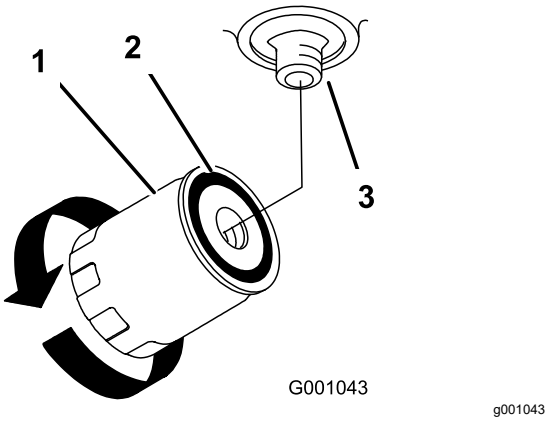

Figur 100
7. Stryk på ett tunt lager ny hydraulolja på utbytesfiltrets gummipackning (Figur 100).
9. Fyll hydraultanken med hydraulvätska tills den flödar över vid filtret, och vrid sedan vätskefiltret medsols tills gummipackningen kommer i kontakt med filteradaptern. Dra sedan åt filtret ytterligare ½ varv (Figur 100).